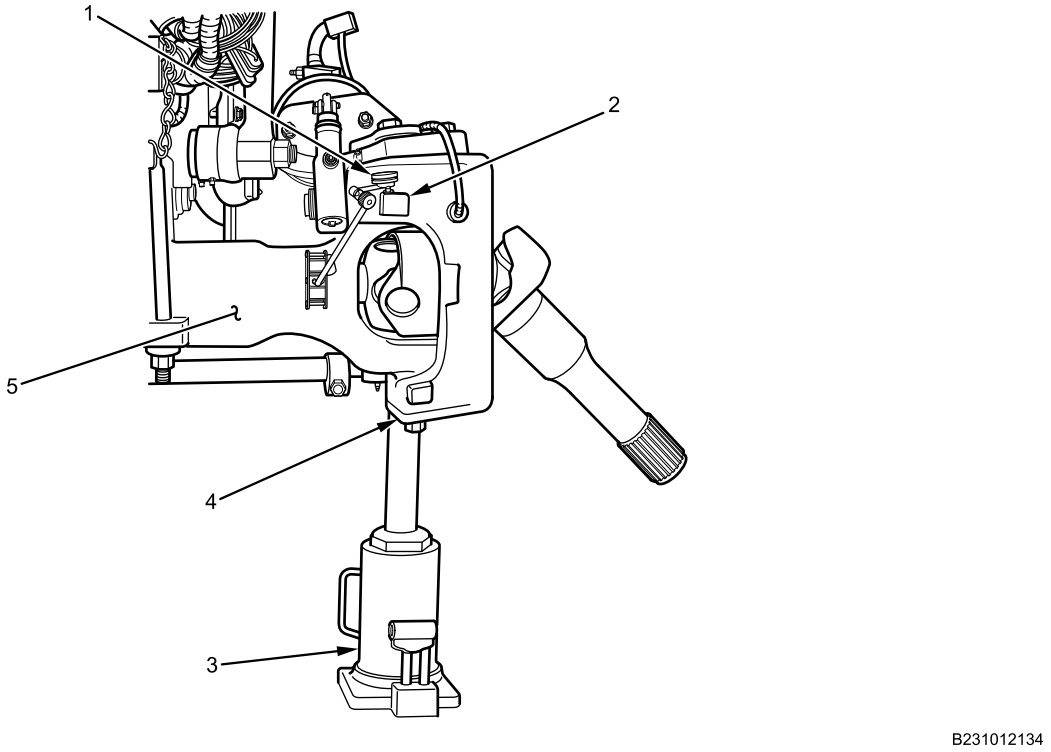

Figure 10. Steering Knuckle End Play.
10. Secure dial indicator (Figure 10, Item 1) between axle housing (Figure 10, Item 5) and steering arm boss (Figure 10, Item 2) with pintle on dial indicator touching top of steering knuckle boss.
11. Apply pressure on lower steering knuckle cap (Figure 10, Item 4) with hydraulic jack (Figure 10, Item 3) until axle begins to lift off jack stands. Set dial indicator (Figure 10, Item 1) to zero.
12. Release jack pressure and read end play on dial indicator (Figure 10, Item 1). Correct end play is 0.005-0.015 inch (0.127-0.381 mm). Remove or add shims to correct end play.